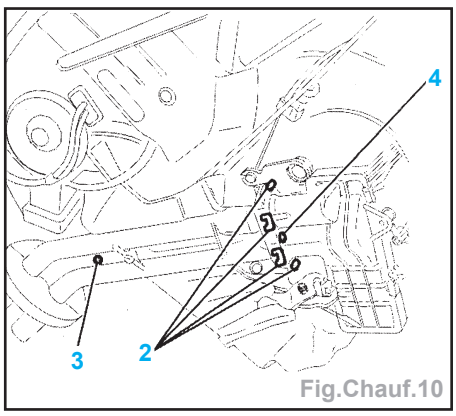

Fig.Chauf.10
- A l'aide d'une pince, couper les pattes (2) de fixation (Fig.Chauf.10).